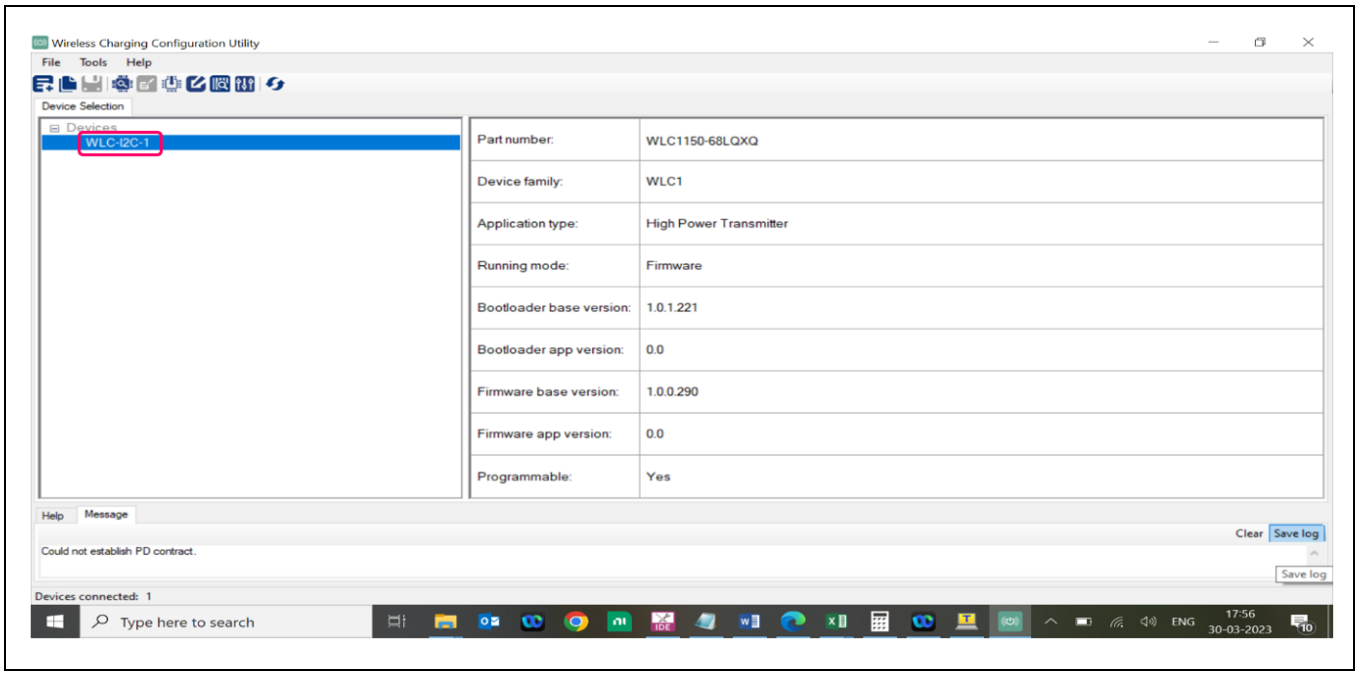

Figure 23 Invoking Wireless Charing Configuration utility
2. Open the Wireless Charging Configuration utility and select the device (WLC-I2C-1) from the device selection tab (see **Figure 23**).